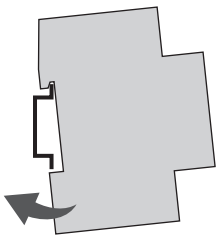

Bild 4: Montering på DIN-skena
1. Sätt fast kopplingsuret uppifrån på DIN-skenan (Bild 4) och tryck det bakåt tills det hakar fast.